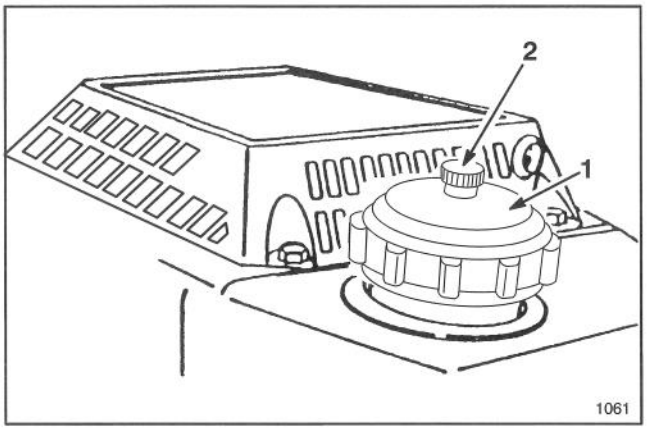

Figure 6
1. Clean around fuel tank cap and remove cap from tank (Fig. 6). Using unleaded gasoline, fill fuel tank to within 1/4 to 1/2 inch (6 to 13 mm) from top of tank, not into filler neck. Do not fill tank full.
2. Open vent screw on top of fuel tank cap (Fig. 6) by rotating screw counterclockwise.